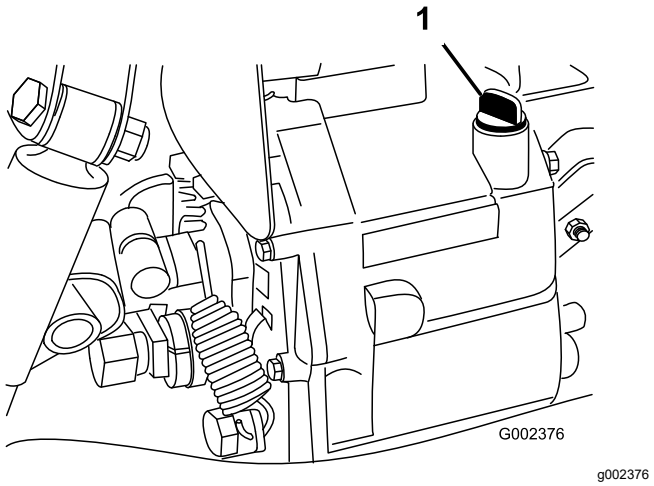

Figur 68
4. Gör rent området kring oljestickan (Figur 68).